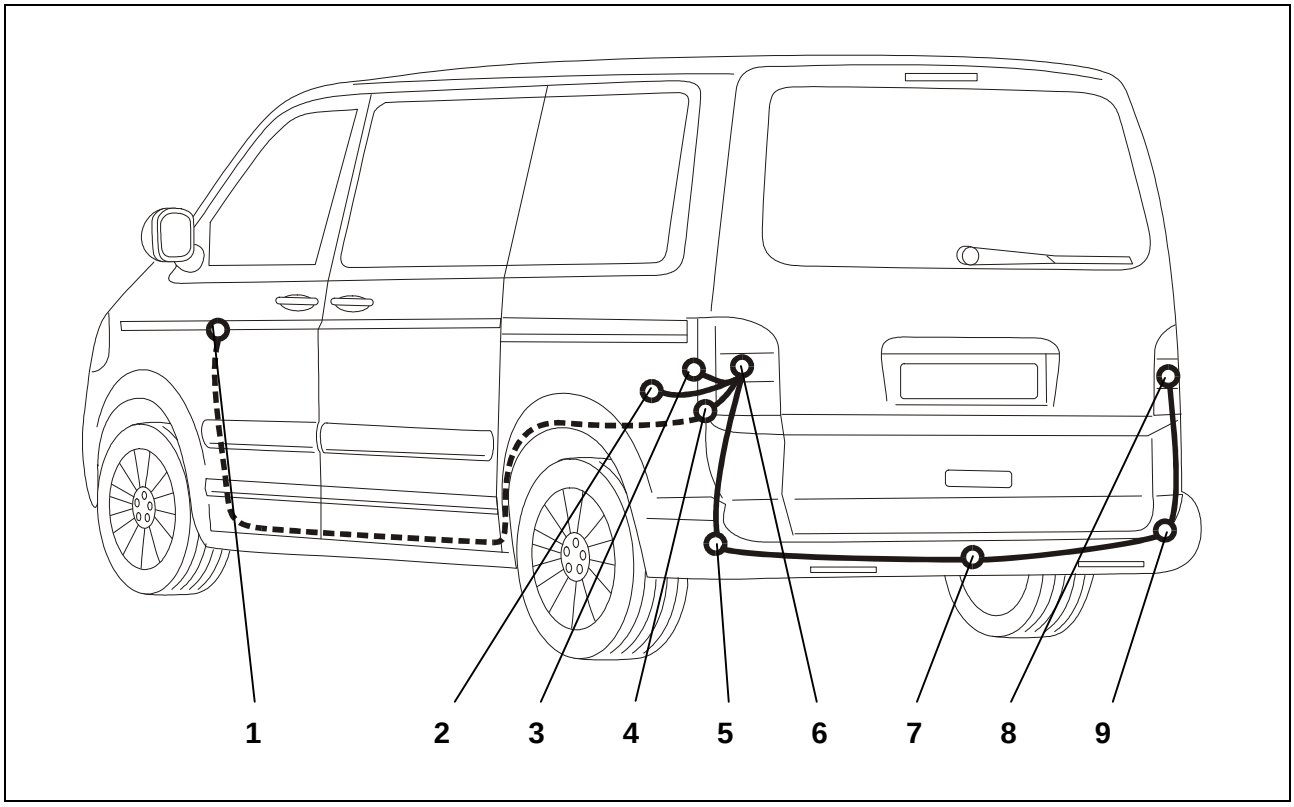

Afb. 1: Montageoverzicht
3. Ovaal doorvoerbuisje met kabelbundel bij de linker achterlamp (afb. 1/6) naar binnen induwen.
4. Blinddop voor kabeldoorvoer (afb. 1/5) verwijderen.
5. Schuif een stevige draad door de onderste kabeldoorvoer (afb. 1/5) naar de bovenste kabeldoorvoer voor de achterlamp (afb. 1/6) totdat de draad uit de bovenste kabeldoorvoer uittreedt.
7. Het stopcontacteinde van de kabelbundel door de doorvoeringen naar beneden in richting van de bevestigingsplaat (afb. 1/7) trekken.
12. De resterende leidingen conform het *Aansluitschema stopcontact* op het huis van het stopcontact (afb. 1/7) aansluiten en de rubberen pakking tegen het stopcontact aanschuiven.
13. Het stopcontact op de montageplaat (fig. 1/7) vastschroeven met de bijliggende schroeven.
15. Doorvoerbuisje vakkundig in de doorvoeringen (afb. 1/5+9) plaatsen.
16. De stekker van de linker achterlamp (afb. 1/6) met het passende contradeel van de kabelbundel verbinden. Stekker moet inklikken.
18. De bruine kabels met het ringoog op het massapunt (afb. 1/2) boven de koppelingsplaats van het voertuig aansluiten.
Bij voertuigen met PDC (“Park Distance Control”) bestaat de mogelijkheid het PDC-regelapparaat gedurende het rijden met aanhangwagen te deactiveren. Het PDC-regelapparaat (afb. 1/1) bevindt zich naast de stuurkolom.
19. Verbind de aparte bruin/witte kabel met de vrije bruin/witte enkelvoudige kabel (afb. 1/4) van de kabelbundel. Leg dan de kabel langs de kabelbundel van het voertuig naar het PDC-regelapparaat (afb. 1/1).
20. 16-polige stekker op het PDC-regelapparaat (afb. 1/1) ontgrendelen en aftrekken.
Door middel van de 3-polige stekker voor de continu plus voorbereiding (afb. 1/3) kunnen de functies "Continu plus", "Laadleiding" en "Massa voor laadleiding" achteraf worden geïnstalleerd (Westfalia 300 025 300 113).
24. Groot ovaal doorvoerbuisje met kabelaftappunt naar boven in de linker bovenste doorvoer (afb. 1/6) plaatsen.
26. De volgende stappen aan de rechterkant (afb. 1/8) herhalen: 16, 17, 24, 25